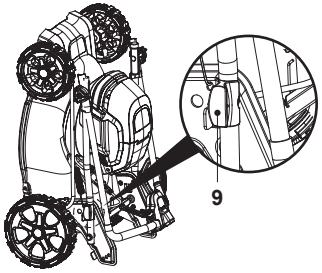

Fig. 27
9. Guarde el cortacésped en horizontal o en vertical (Fig. 27).